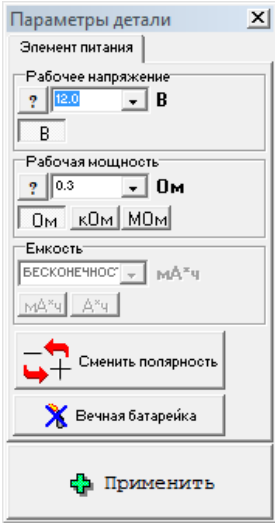

Рис. 4
10. Выставьте параметры элементов электрической цепи: рабочее напряжение элемента питания «12 В», сопротивление реостата «10 Ом». Для этого выделите нужный элемент цепи, щёлкнув по нему «мышкой», и откройте окно «Параметры детали» (рис. 4), щёлкнув по кнопке, изображённой на рис. 5а. В открывшемся списке выберите необходимый параметр и нажмите клавишу «Применить».